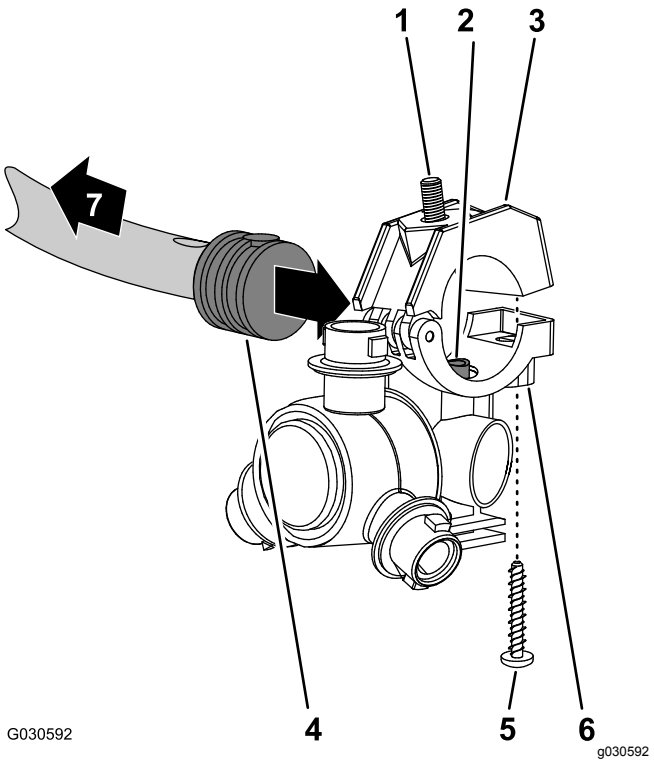

Figuur 129
1. Lijn de verbindingsbuis in de zitting van een spuitdop (Figuur 129) uit met de opening in de zijkant van de enkele steel met slangribbel (1/2").
2. Sluit de bovenste klemhelft rond de geribde slangaansluiting en zet de halve klem en sproeikopbehuizing (Figuur 129) vast met de roestvast stalen schroef (nr. 12 x 1¼"); draai de schroef aan met 14 tot 18 N·m